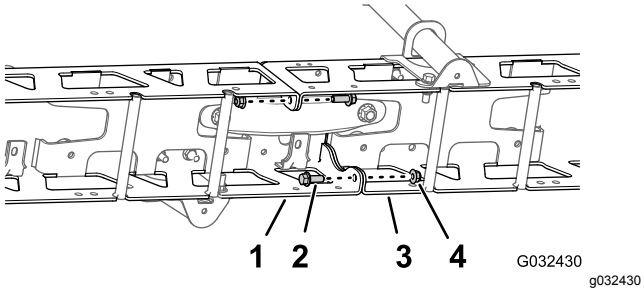

Figuur 74
1. Verwijder de 2 flenskopbouten (3/8 x 1 inch) en 2 flensborgmoeren (3/8 inch) waarmee de verticale flenzen van de linker en rechter frames bevestigd zijn (Figuur 74).